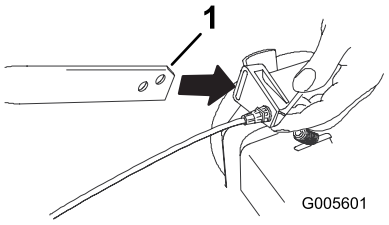

Figur 3
1. Dra på kabelförankringen på den nedre, vänstra handtagsänden (Figur 3).